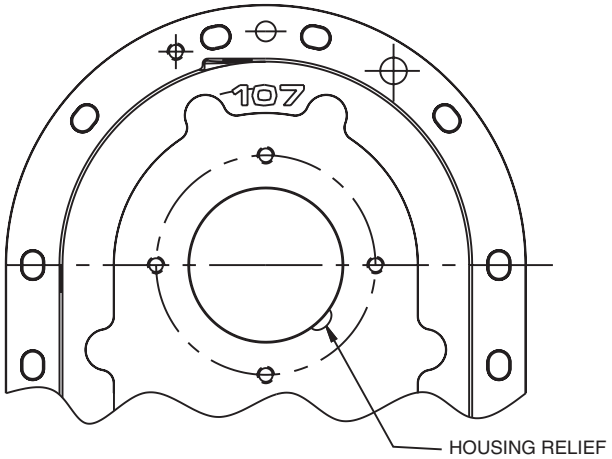

Figure 4-1
4.1.2 On the side opposite of the input shaft, place a straight blade screwdriver in the housing relief next to the metal shield of the "Barrier" sealing system. Tap the screwdriver blade into the side of the metal shield. Pry the metal shield out of the reducer. Refer to Figure 4-1.